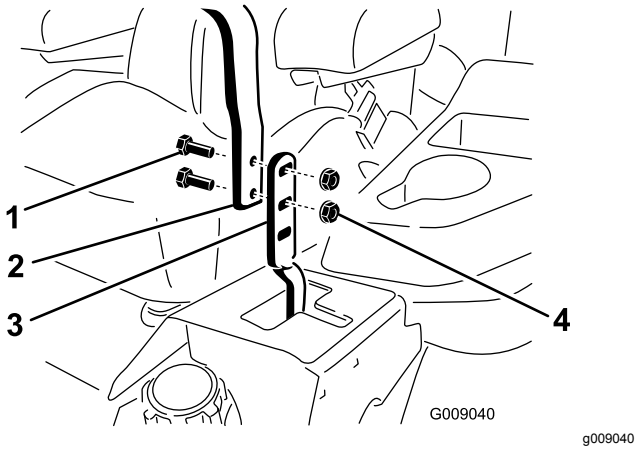

Рисунок 59
2. Ослабьте болты и фланцевые гайки, которые крепят рукоятки к рычагам (Рисунок 59).